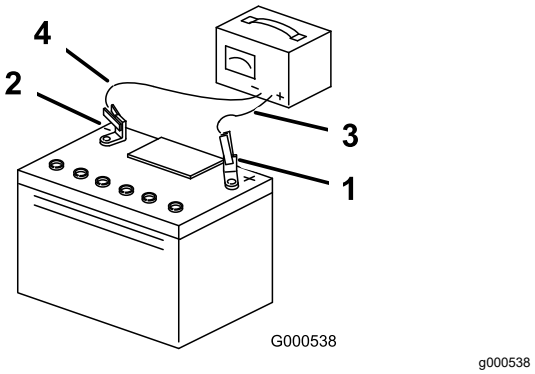

Figura 42
3. Cuando la batería esté completamente cargada, desconecte el cargador de la toma de electricidad, luego desconecte los cables del cargador de los bornes de la batería (Figura 42).